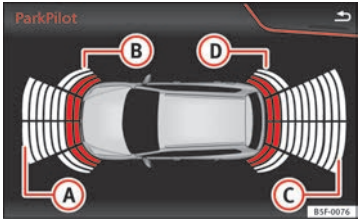

Fig. 148 Represented area
If there is a fault in a sensor, the symbol is displayed on the Easy Connect display in front of/behind the vehicle. If a rear sensor is faulty, only the obstacles in the areas (A) and (B) are displayed ⇒ Fig. 148. If a front sensor is faulty, only the obstacles in the areas (C) and (D) are displayed.